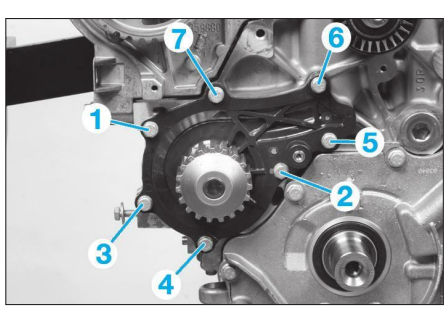

**Fig. 22**
• Déposer les sept vis de fixation de la pompe à eau et l'extraire **(Fig.22)**.
- Respecter l'ordre de serrage **(Fig.22)**.